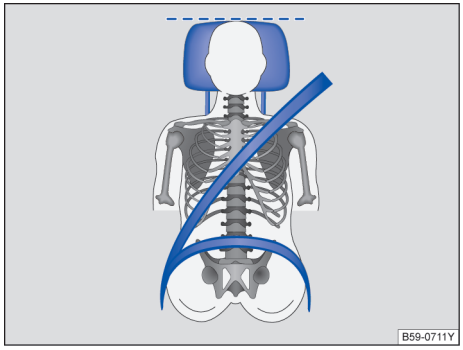

图 25 驾驶员头枕的正确位置
– 调节头枕，使头枕的上沿与您的头顶等高，不可低于眼睛，头部尽可能贴近头枕→ 图 25。